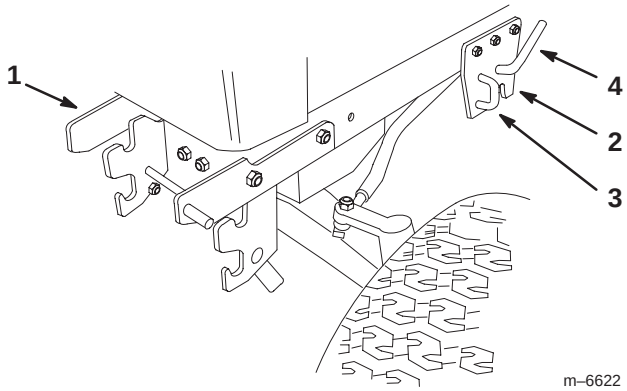

Figure 10
11. Close the mid-mount hitch lock handle by rotating it forward (Fig. 10).